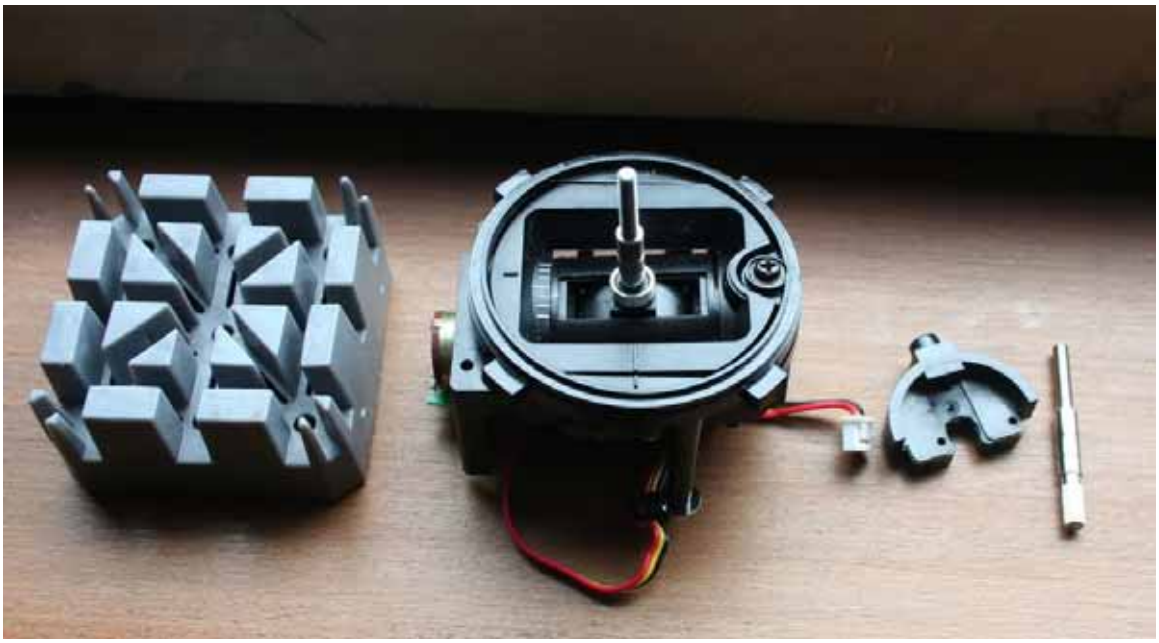

Figure 14 Joystick gimbal removed (Note: new joystick parts for replacement on the right)
2. Twist out the joystick gimbal and disconnect the associated cable (see Figure 14).